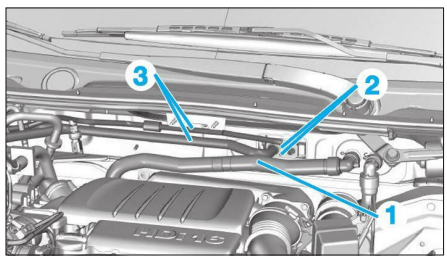

**Fig. 9**
• Dégrafer et désaccoupler la durit d'aérotherme (1) **(Fig.9)**.
• Déposer les 2 écrous (2).
• Désaccoupler les tuyaux de réfrigérant (3).